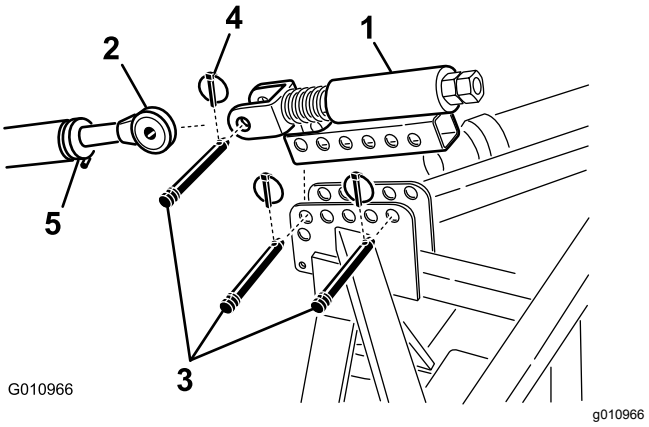

**Figur 9**
1. Montera den fjäderbelastade topplänken på luftarens fäste med två länkpinnar och hjulsprintar (Figur 9)
2. Lossa låsmuttern på traktorenhetens övre länk. Justera den övre länkens längd tills den är inriktad mot sprinten på den fjäderbelastade topplänken på luftaren (Figur 9).
3. Anslut traktorenhetens övre länk till sprinten på den fjäderbelastade topplänken och säkra den med en länkpinne och en hjulsprint (Figur 9).
6. Rotera den övre länken tills fjädern komprimerar ca 13 mm (Figur 9).